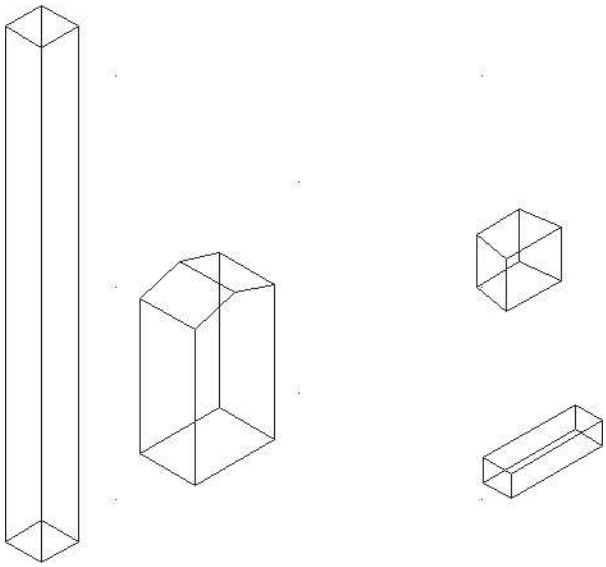

FIGURE 4.53 *Mass elements created*
10. Select the extruded mass element and verify properties in the Properties palette as follows: Style = **Standard**, Profile = **EMBEDDED**, Attach to = **None**, Width = **3' [900]**, Depth = **1'-11" [600]**, and Height = **2'-5" [750]**. Mass elements are developed as shown in Figure 4.53.